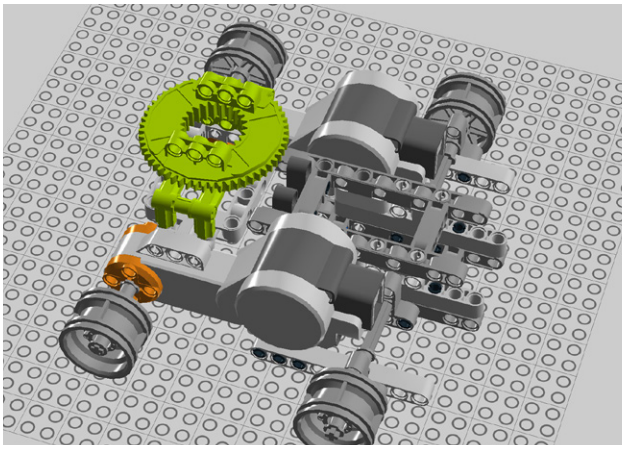

Figure 7-48. *Step 41: Connecting the turntable to the car*
41. Now, connect the turntable assembly to the car as shown in Figure 7-48.